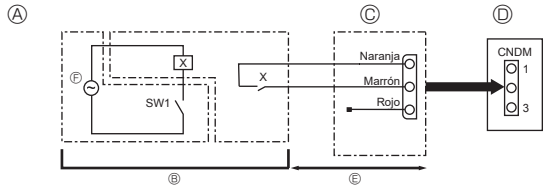

Fig. 8-1
8.1. Modo de reducción del ruido (modificación in situ) (Fig. 8-1)